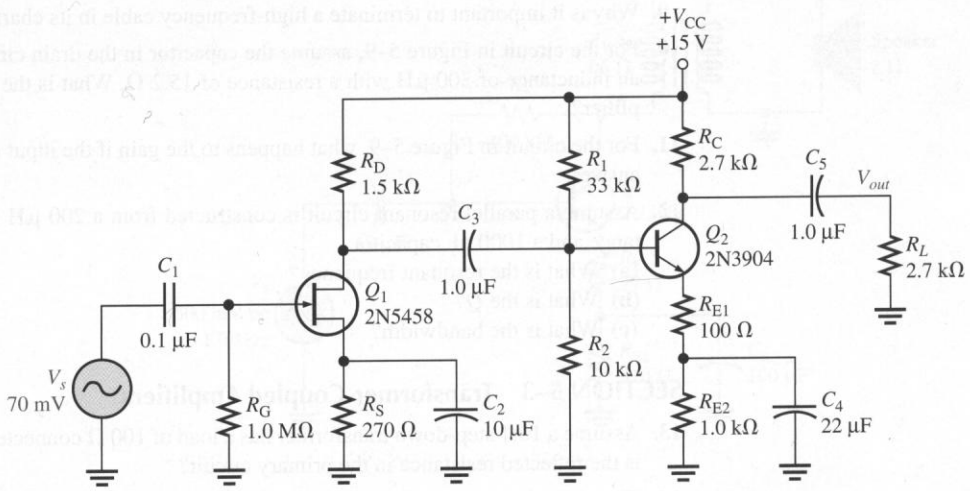

FIGURE 5–50
1. For the two-stage capacitively coupled amplifier shown in Figure 5–50, compute the overall voltage gain, the input resistance, and the output resistance. Assume the g_m of the JFET is 2700 μS and β_{ac} of the BJT is 150.
2. Using the results of Problem 1, draw the ac amplifier model for the two-stage amplifier in Figure 5–50. (See Figure 5–5 for an example).